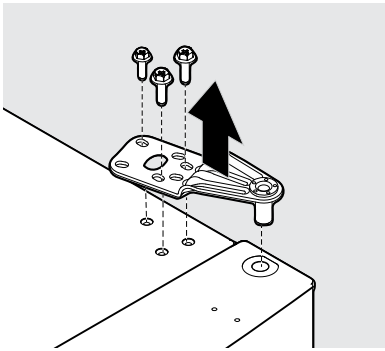

**Figure 1**
2. Retirez les 3 vis de la charnière du haut à l'aide d'un tournevis Phillips™ ou d'une clé de 5/16 po. Mettez la charnière et les vis de côté (figure 1).